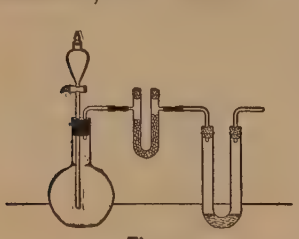

Fig. 19
b. Fit up a 250 cc. flask with a dropping-funnel and exit tube, and connect with a U-tube (Fig. 19). Render the apparatus air-tight. Fill the U-tube with dry, broken glass or porcelain, mixed with a little red phosphorus (why?). Connect the
b. Use the apparatus in Fig. 19. Place in the flask a mixture of finely powdered iodine (20 g.) and red phosphorus (1 g.) intimately mixed in the mortar. Charge the **U**-tubes as in **54** *b*. Place a little water in the dropping-funnel (or substitute, **44** *b*), warm the materials in the flask very slightly [Extreme caution!] by waving the Bunsen flame once or twice under the vessel, and allow the water to drop very slowly upon them (?). After the air has all been expelled, and the solution in the second **U**-tube has become sufficiently concentrated, remove the second **U**-tube. Test the issuing gas with moist air (?) and with ammonia (?) as in **54** *b*. Hold in the gas a piece of filter paper dipped in starch emulsion alone (?). Explain. Reserve the contents of the second **U**-tube for use in **60** *a*.